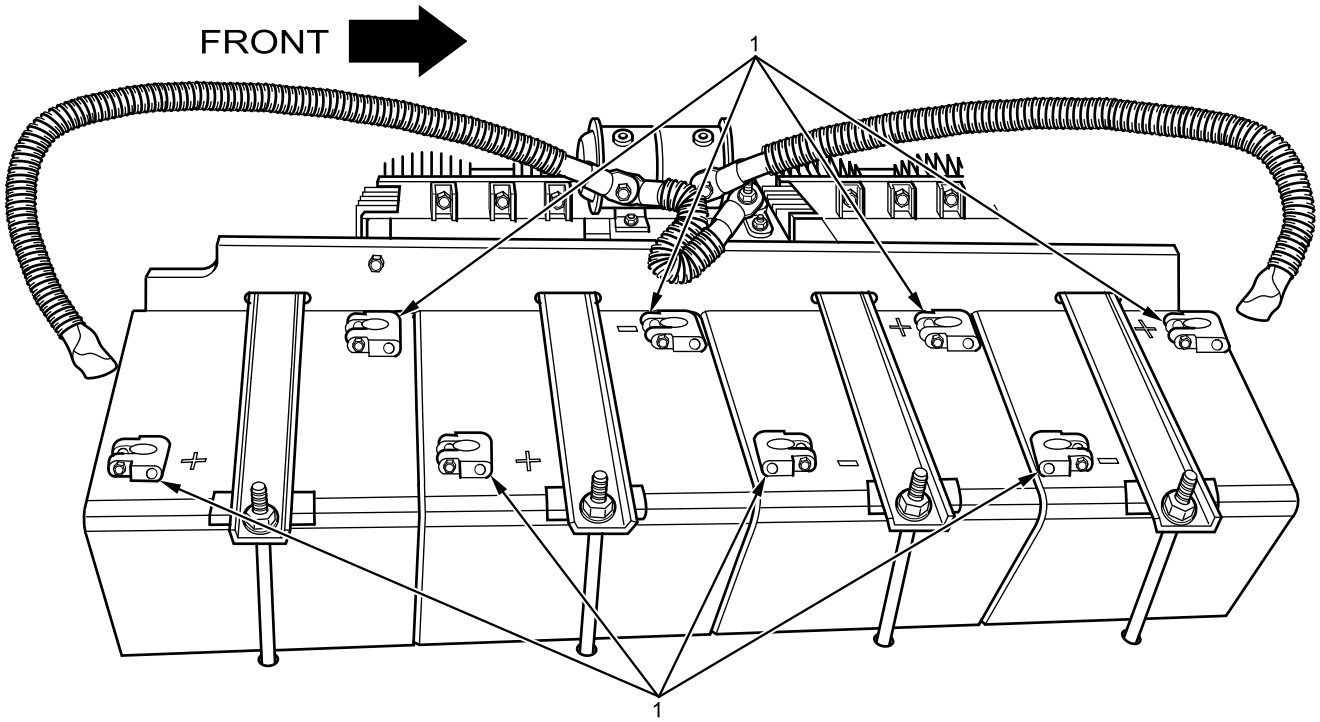

Figure 1. Battery Clamp Adaptor Stud.
1. Disconnect battery clamp adaptor studs (Figure 1, Item 1) from all batteries and set aside. Refer to Battery Stud Adapter Terminal Clamp Removal and Installation (WP 0409).